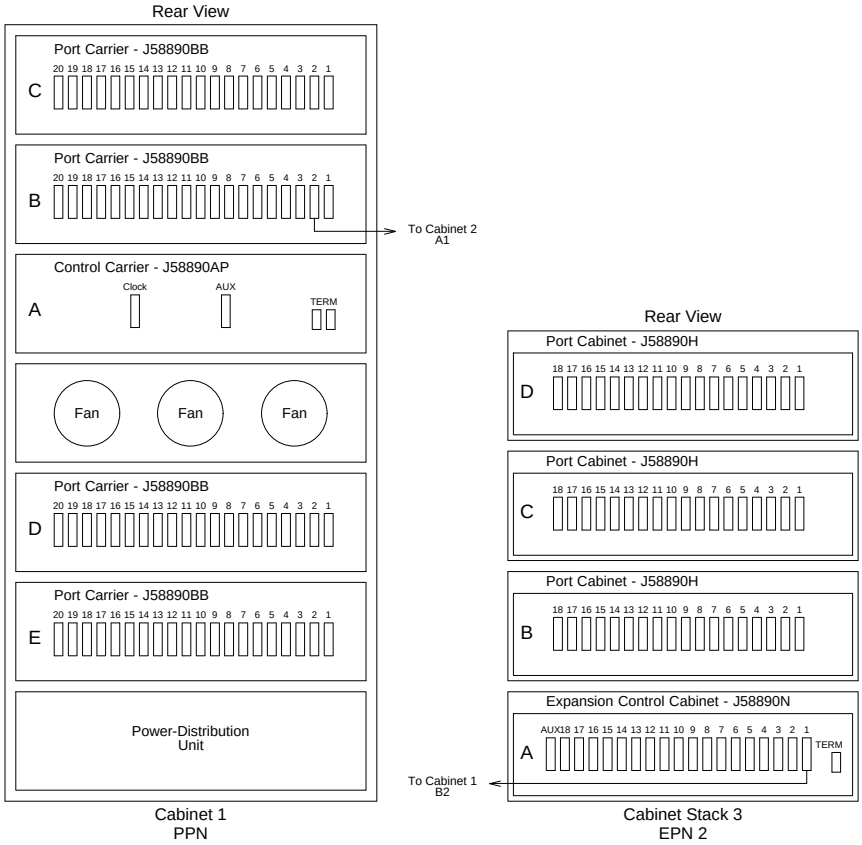
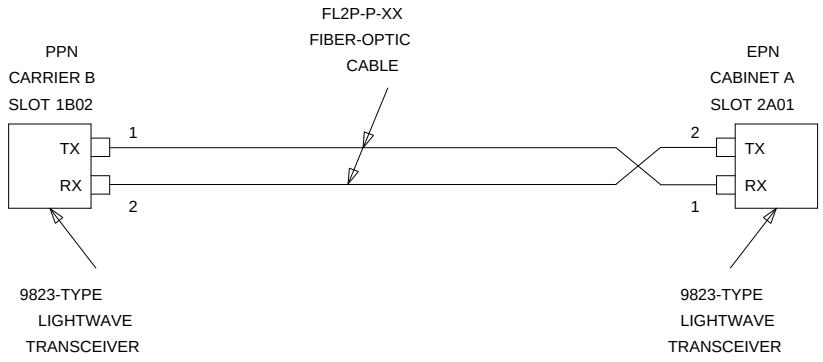
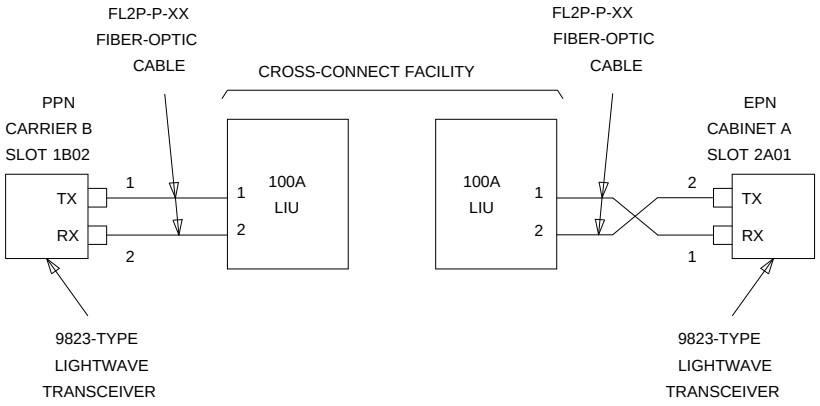

Figure 1-11. Standard-Reliability G3r V4 with Two Port Networks
Figure 1-12. With Standard Reliability
Figure 1-13. With Standard Reliability
The connectors on the lightwave transceivers are labeled either “TX” (transmit) or “RX” (receive), while the fibers attached to each connector are numbered either ‘‘1’’ or ‘‘2.’’ A viable fiber connection is only made when both fibers in each cable (that is, ‘‘1’’ and ‘‘2’’) route from the “TX” connector of a port network to the “RX’’ connector of its adjacent port network. For an example, refer to Figure 1-12.
1. Behind port carrier B of the multicarrier PPN (see Figure 1-11 and Figure 1-12):
1. Behind port carrier B of the multicarrier PPN (Figure 1-11 and Figure 1-13):